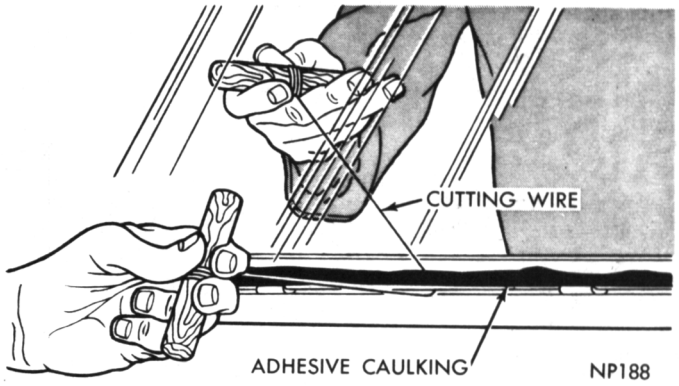

Fig. 1—Cutting Adhesive Caulking
(1) Place protective coverings over the areas adjacent to the glass being replaced.
(2) Remove window exterior mouldings using Tool C-4009 and inner garnish mouldings.
(3) Secure one end of a two foot length of tempered steel wire (.028 gauge max.) to a wooden handle.
(4) Insert other end of wire through adhesive at lower corner of window and secure to another wooden handle.
(5) With an assistant, carefully cut through adhesive material by pulling wire, in a sawing motion, up one side, across top, down opposite side and across bottom (Fig. 1).
(6) With an assistant, remove glass from opening and if original glass is to be reinstalled, place on a protected surface.
(7) All old adhesive should be removed from glass and opening reveal using a putty knife or razor blade. **DO NOT use an oil base solvent to remove adhesive.**